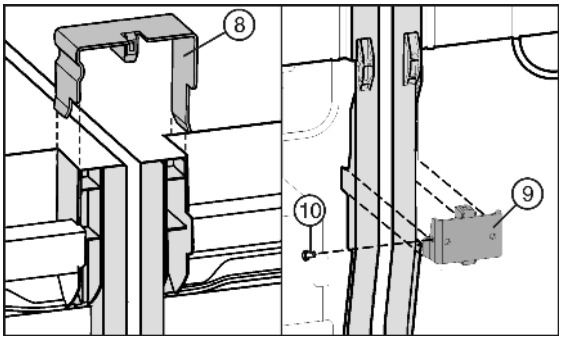

Fig. 7
▶ Вставьте соединительную скобку *Fig. 7 (8)* вверху в средние боковые стенки.
▶ Вставьте соединительный уголок *Fig. 7 (9)* снизу в соответствующий вырез.
▶ Если соединительный уголок сидит свободно, установите винт *Fig. 7 (10)*.